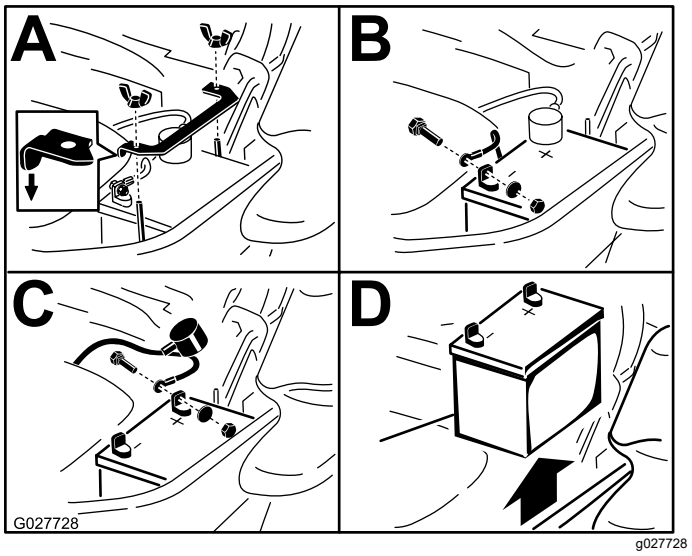

Figur 66
3. Ta bort batteriet enligt Figur 66.